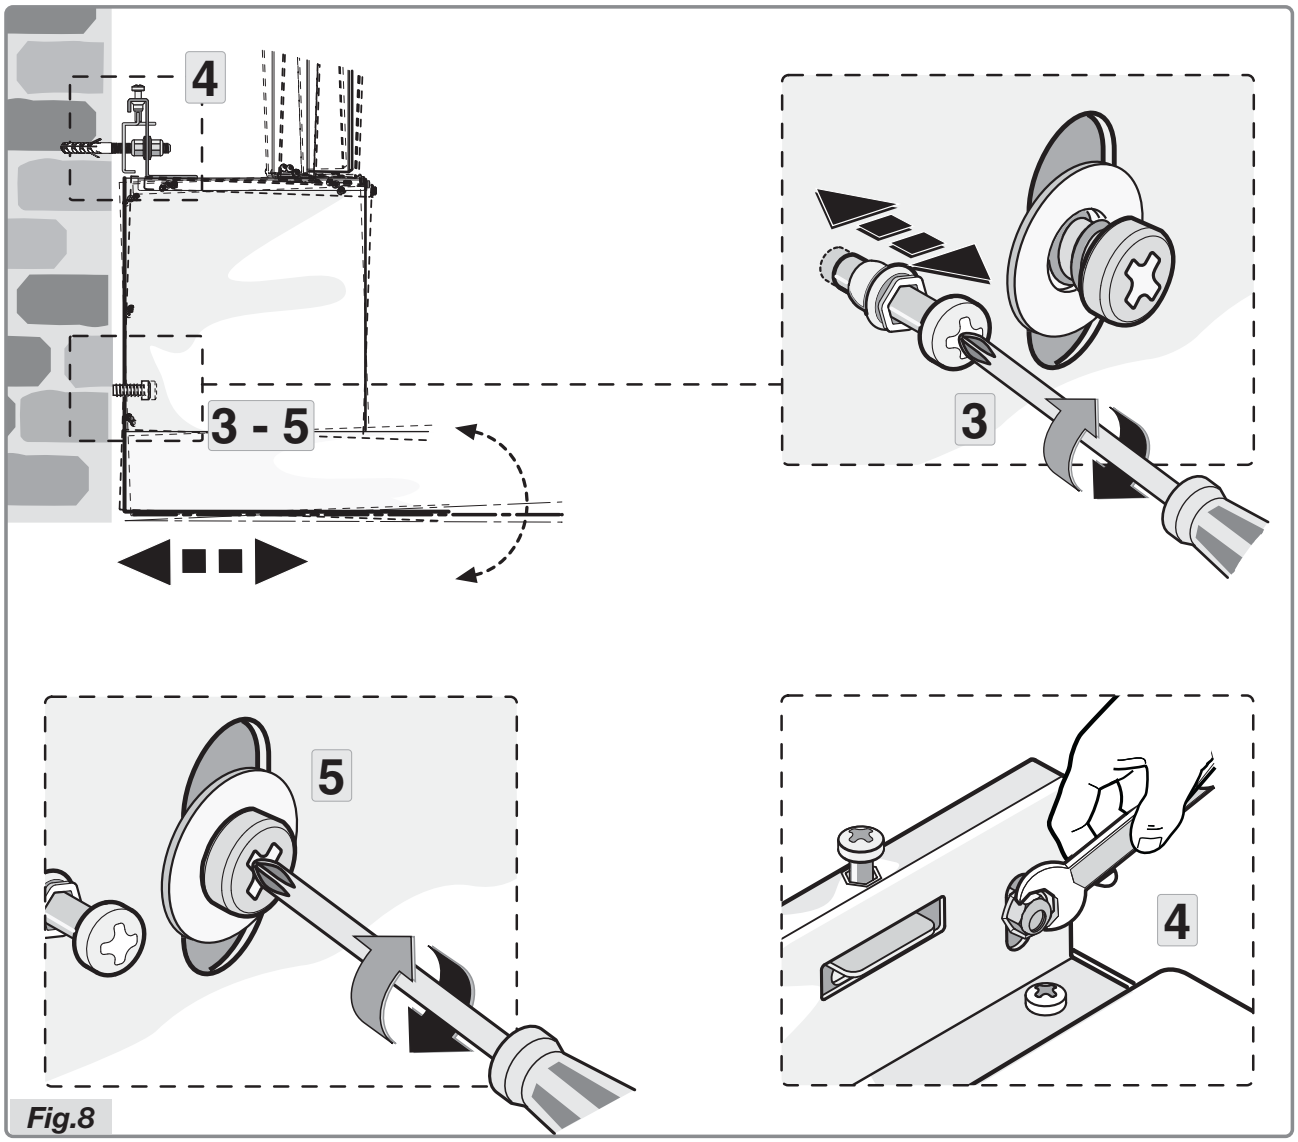

Fig.8
- Lijn de afzuigkap verder verticaal uit door middel van de twee stelschroeven in het motorhuis (Fig.8 stap 3).
- Na het stellen van de kap, moet u de schroeven volledig vastdraaien zoals weergegeven in figuur 8 stap 4, en doe hetzelfde met de veiligheidsschroeven (Fig.8 stap 5).